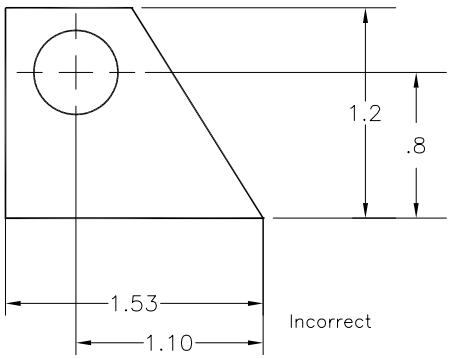
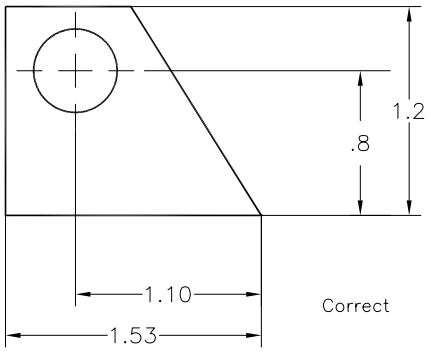

Figure 17-10 *Dimensions placed incorrectly*
Figure 17-11 *Dimensions placed correctly*
8. Dimension lines should not cross the extension lines, refer to Figure 17-10. You can accomplish this by giving the smallest dimension first and then the next largest dimension, refer to Figure 17-11.